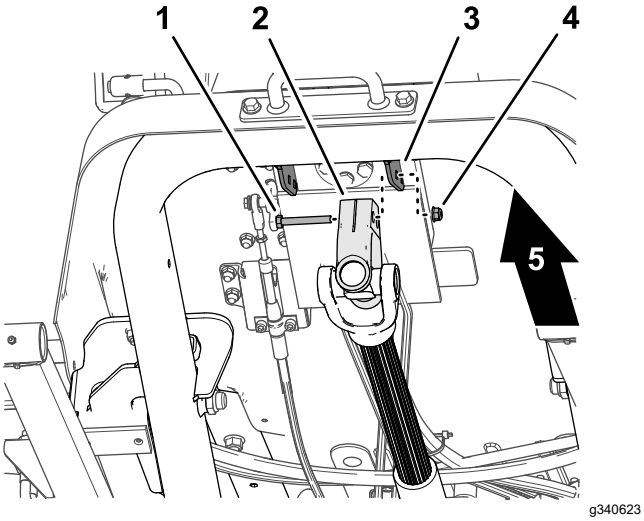

Figur 17
1. Stötta drivaxeln och ta bort huvudskruven och låsmuttern som fäster drivaxeloket på styrventilens monteringsfäste (Figur 17) och sänk sedan försiktigt ned drivaxeln.